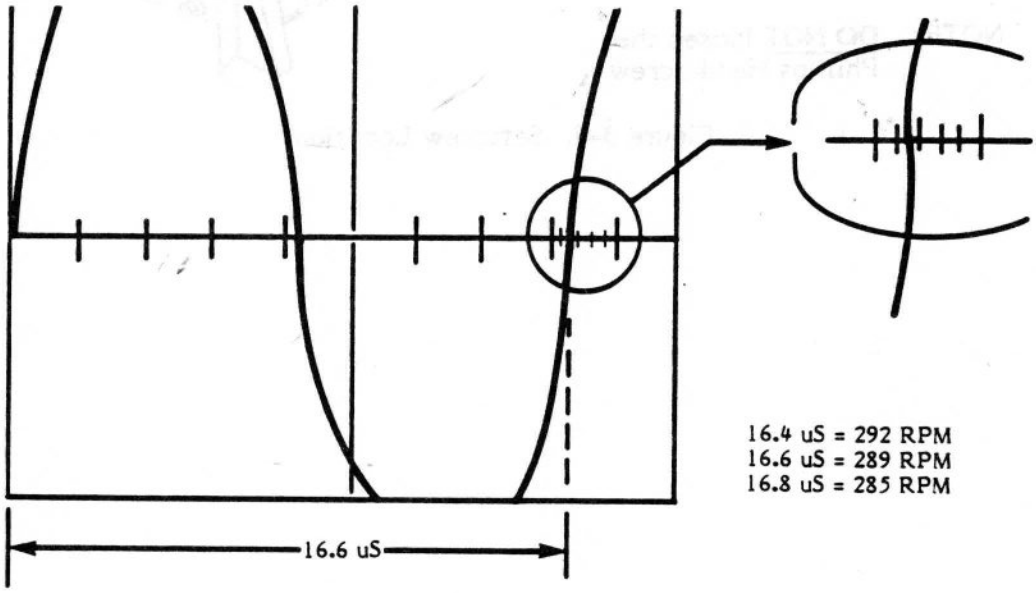

Figure 3-7. Speed Adjustment Waveform
4. When the scope is properly adjusted, a 60.2 KHz waveform similar to Figure 3-7 appears on the screen.